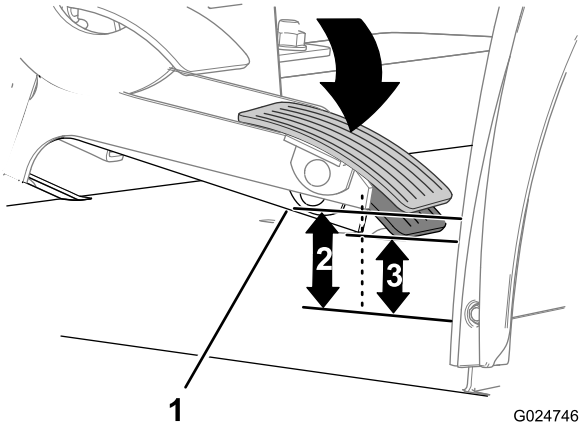

Figur 88
1. Mens gaspedalen er oppe, måles afstanden fra bageste nederste hjørne af gaspedalarmen til gulvet (Figur 88).
2. Bevæg langsomt gaspedalen ned, indtil der ikke er nogen frigang mellem gaspedalen og gaskablet (Figur 88).
3. Mens pedalen holdes på plads, så frigangen fjernes, måles afstanden fra bageste nederste hjørne af gaspedalarmen til gulvet (Figur 88).